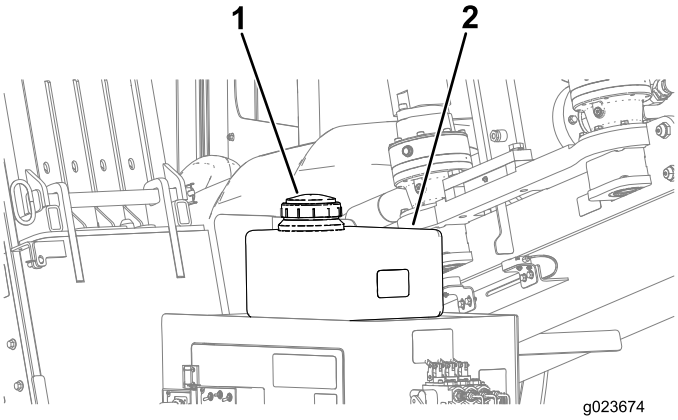

Figure 159
C. Remove the cap from the antifreeze tank for the drilling-fluid pump (Figure 159).
D. Ensure that the tank is full of antifreeze (Figure 159).
D. Add antifreeze to the tank as needed (Figure 159).
5. Install the cap onto the antifreeze tank (Figure 159).